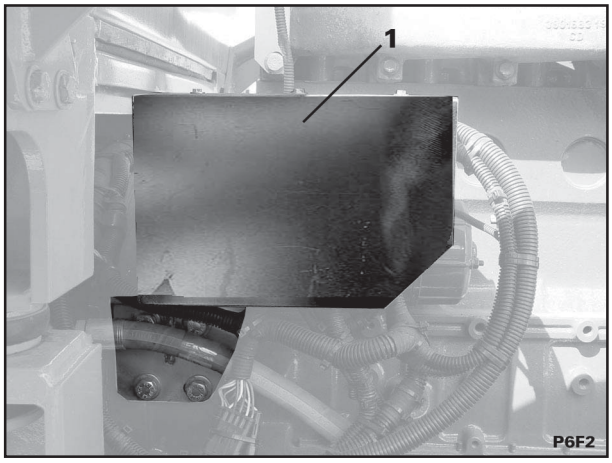

Fig. 7
5. Instale o suporte (1 – fig.7) utilizando os parafusos e arruelas (setas – fig - 8).